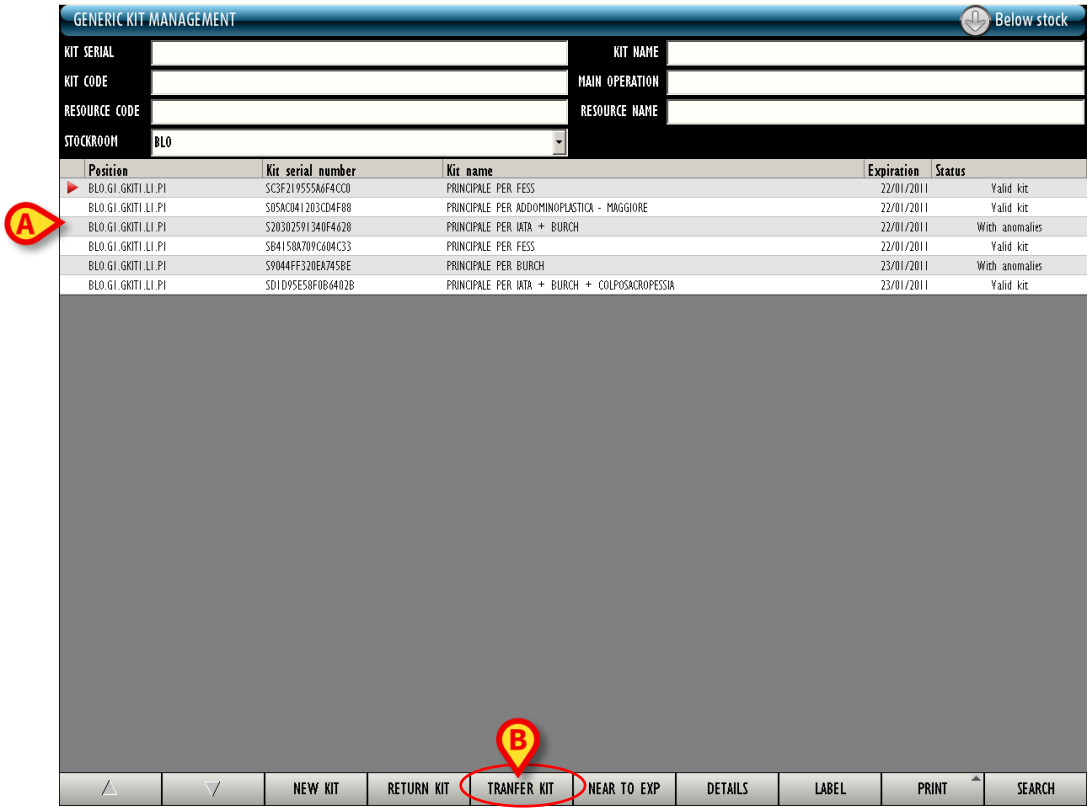

Fig 252
When the print preview is closed the generic kits management screen is displayed again (Fig 252).
To record the transfer of a generic kit, on the generic kit management screen (Fig 252),
The ▶ icon appears on the left (Fig 252 **A**).
- Click the **Transfer Kit** button on the command bar (Fig 252 **B**).
If, in the generic kit management screen (Fig 252) the kit is selected by barcode scan, it is not necessary to insert the kit serial number or to scan the kit's barcode again.
The kit transfer is this way recorded. The generic kit management screen is displayed again (Fig 252).